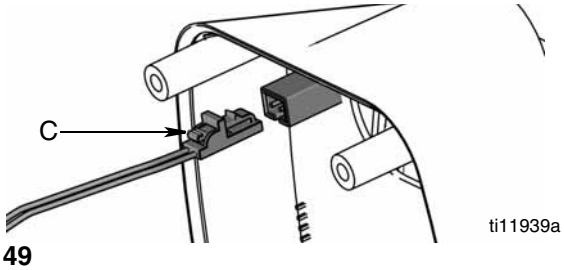

FIG. 49
10. Reconnectez le fil solénoïdal (C) (FIG. 49).